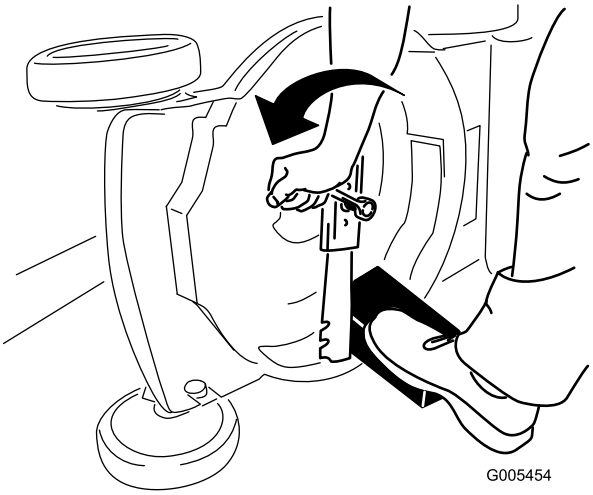

Figur 27
3. Håll kniven stilla med hjälp av en träkloss (Figur 27).
4. Ta bort kniven och spara alla monteringsdelar (Figur 27).